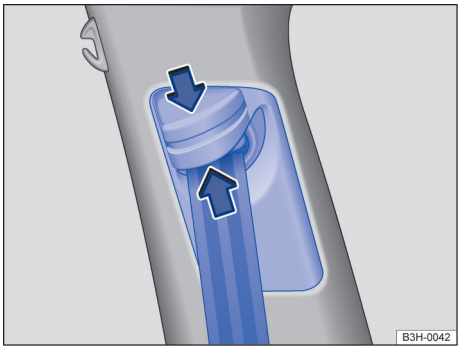

Fig. 32 Ao lado dos bancos dianteiros: regulagem de altura do cinto de segurança.
– Pressionar o dispositivo regulador no sentido da seta e mantê-lo pressionado → Fig. 32.